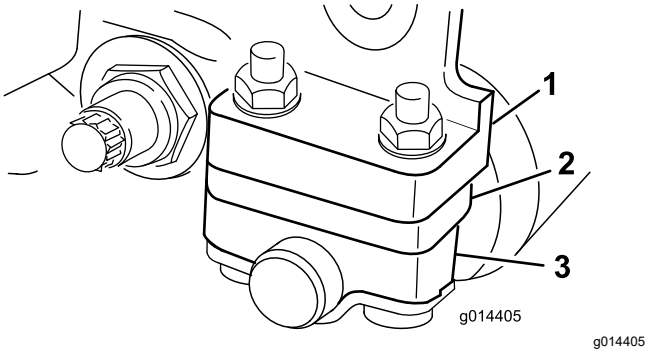

图 12
1. 按照 剪草高度和底刀选择表 (页码 12)通过将所需数量的隔片放置在侧板安装法兰 (图 12) 下方将后滚轮支架调整到所需的剪草高度范围。